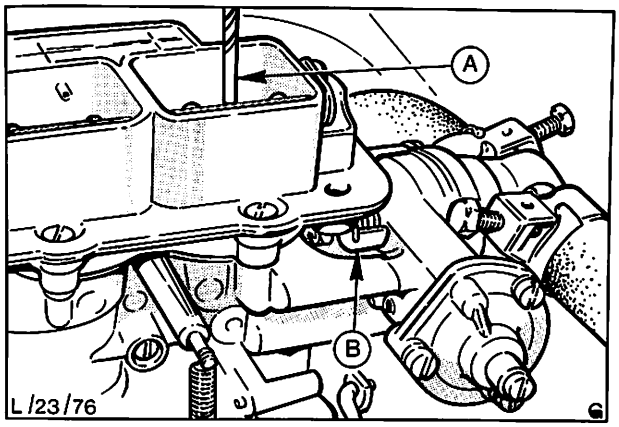

Abb. 127 Spaltmaßeinstellung in der Zwischenstufe
8. Zur Korrektur Anschlagzunge am Zwischenhebel (siehe Pfeil in Abb. 127) verbiegen.